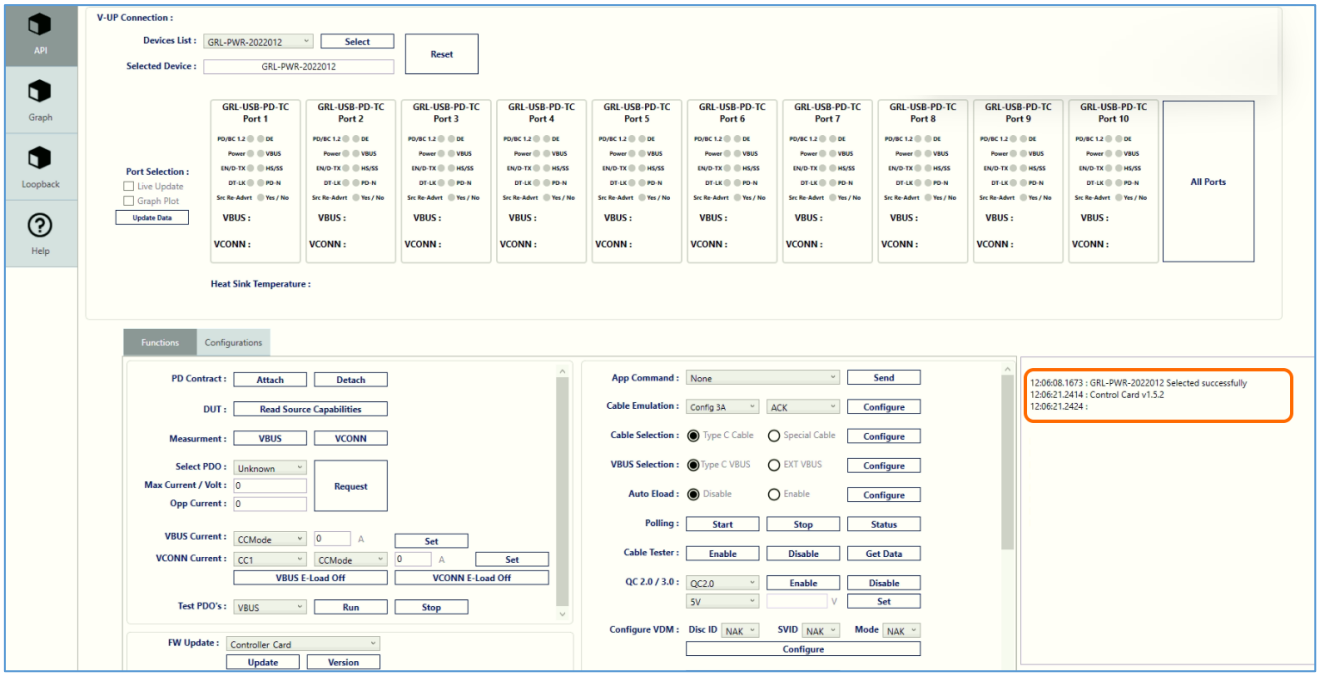

Figure 13. Display of Latest Firmware Version of Controller Card
6. The latest firmware version number will be displayed in the API activity log panel on the right of the screen as shown in Figure 13 below.